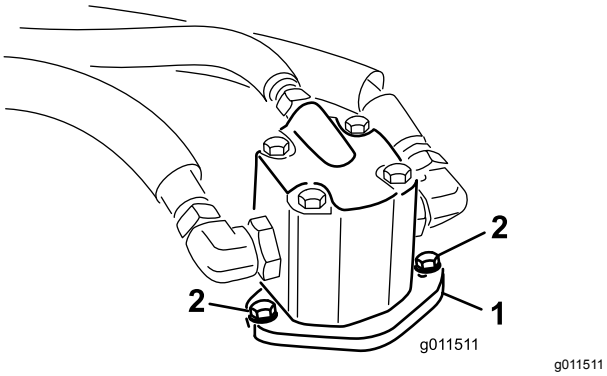

**Figuur 98**
4. Verwijder de bouten waarmee de hydraulische motor aan het maaidek is bevestigd (Figuur 98).